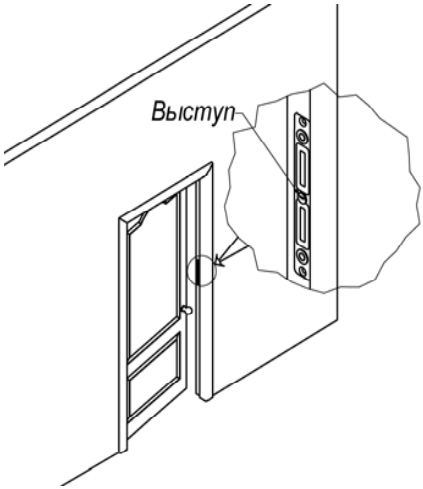
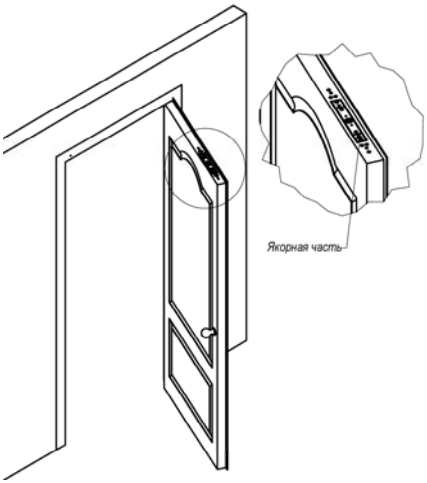

Рис.2
Рис.3
5.1 Корпусная часть вертикального варианта замка AL-400SV при скрытой установке монтируется в среднюю часть дверной коробки (рисунок 2), якорная часть - в дверное полотно. Замок горизонтального варианта исполнения AL-400SH устанавливается в верхней части двери (рисунок 3).